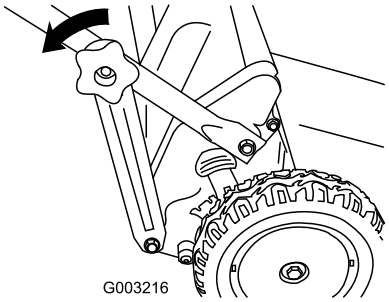

Figura 40
1. Togliete le manopole della sezione inferiore della stegola (Figura 40).
2. Staccate le staffe da entrambi i lati inferiori della stegola (Figura 40).